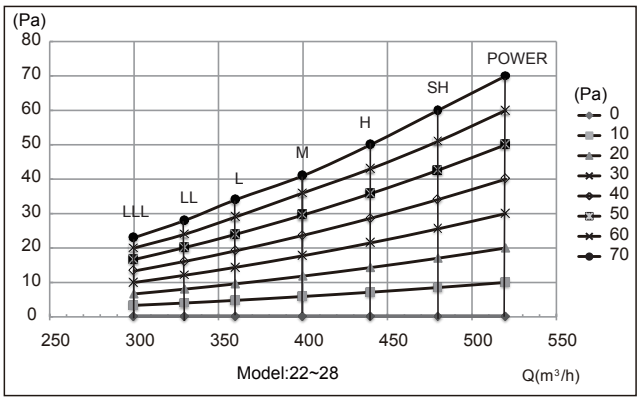
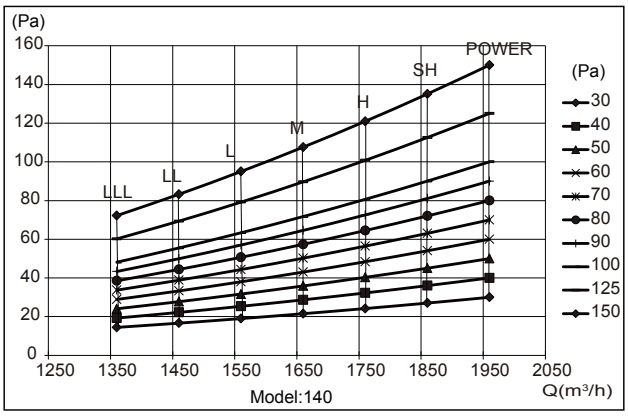

Fig.6-2
Fig.6-10
3. Before installing the air duct, ensure that the static pressure of the air duct is within the permitted range of the indoor unit (Refer to the IDU technical manual). Figure 6.2 to Figure 6.10 show the static pressure curve for indoor units.